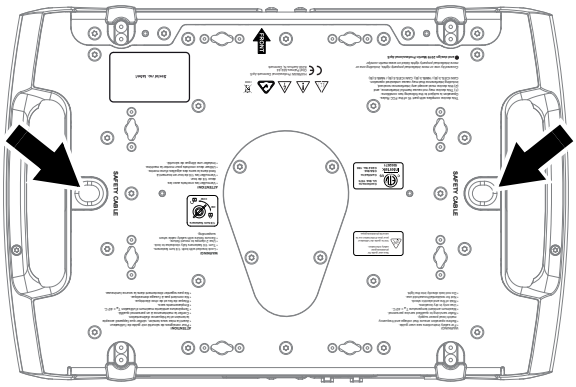

Figure 6 : Points d'ancrage de l'élingue de sécurité
6. Voir Figure 6. Installez une élingue homologuée comme accroche de sécurité pour le poids de l'appareil en la faisant passer par l'un des deux points d'ancrage (voir ci-contre) sous la base et autour d'un point d'ancrage sécurisé afin que l'élingue retienne l'appareil si une fixation principale cède. Tendez l'élingue autant que possible (en l'enroulant plusieurs fois autour du tube du pont, par exemple).